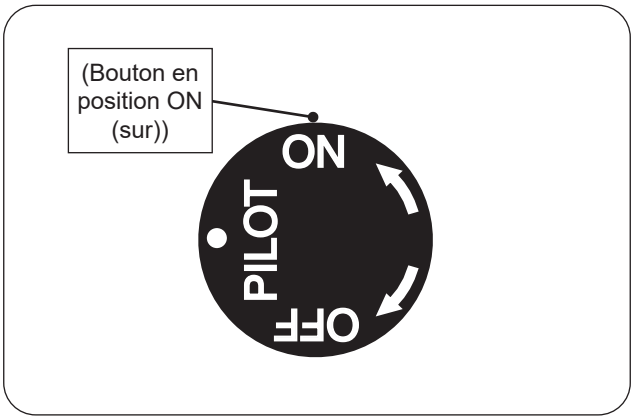

Fig. 62-1 Éclairage manuel
1. Assurez-vous que la veilleuse brûle. Tournez le bouton de commande dans le sens antihoraire ↶ ON (sur) pour allumer le brûleur (voir Fig. 62-1).